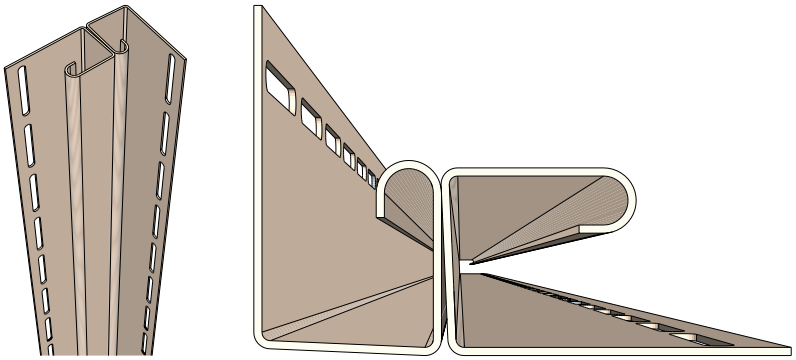

Рисунок 30
12.6 Внутренний угол образуется с помощью двух J-профилей (рис. 30).